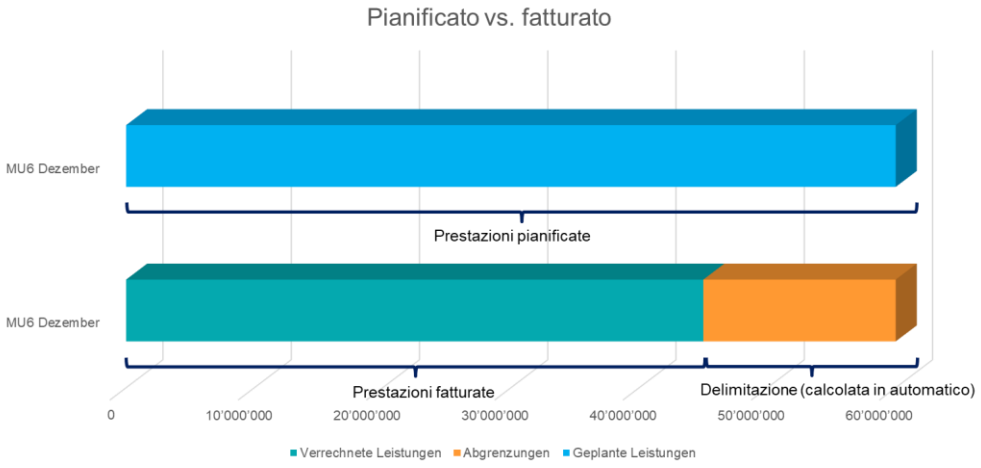

Figura 2 –Delimitazioni, esempio
g) Nel mese di dicembre, l'EKP dell'anno rappresenta la somma delle fatture contabilizzate e delle fatture ancora aperte con prestazioni dell'anno in questione (delimitazione). Con **delimitazioni** si intendono i costi delle prestazioni che sono state eseguite nell'anno corrente, ma che saranno fatturati solo nell'anno successivo (ad es. prestazioni di dicembre che saranno fatturate a gennaio). Si applica il principio della fornitura delle prestazioni: questo significa che le prestazioni fornite, per le quali le fatture non sono ancora disponibili entro fine dell'anno, verranno delimitate (cfr. figura 2). Se necessario, le delimitazioni possono essere corrette nell'anno successivo (la cosiddetta MU7), benché con una corretta pianificazione della cosiddetta MU6, ciò dovrebbe restare un'eccezione.